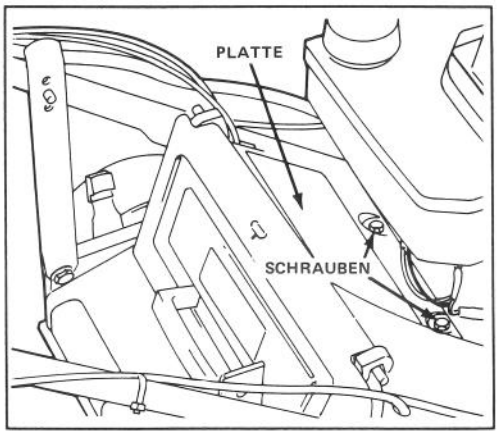

Bild 34
6. Die Abdeckung des Mähergehäuses abnehmen und rund um die Messerbremsenkupplung reinigen (Bild 34).